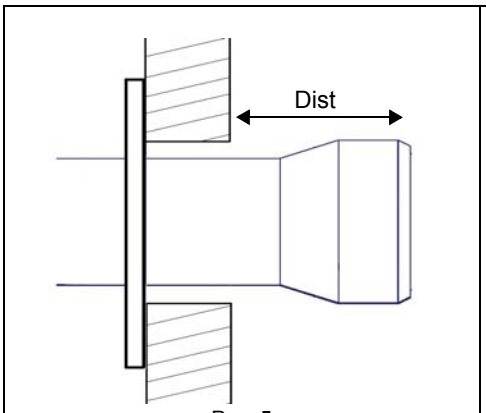

Рис. 5
- Чугунные котлы, трёхходовые котлы (с первым поворотом газов в задней части котла): сопло должно входить в камеру сгорания не более, чем на **Dist** = 100 мм. (Рис. 5)